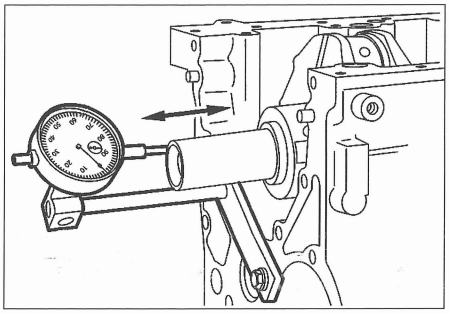

FIG. 59
- el juego radial del cigüeñal **(fig. 59)** y de cada biela, el salto del cigüeñal, la ovalización y la conicidad de los cuellos y de los apoyos. Si está fuera de las tolerancias (ver "Características"), medir el espesor de las galgas de juego axial y cambiarlos, si es necesario. Si las galgas son las correctas, comprobar el cigüeñal y el bloque motor.